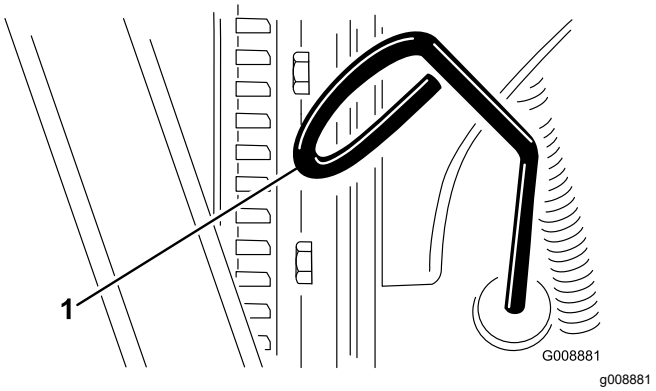

Rysunek 71
3. Wyciągnij bagnet (Rysunek 71) i przetrzyj go czystą szmatką.